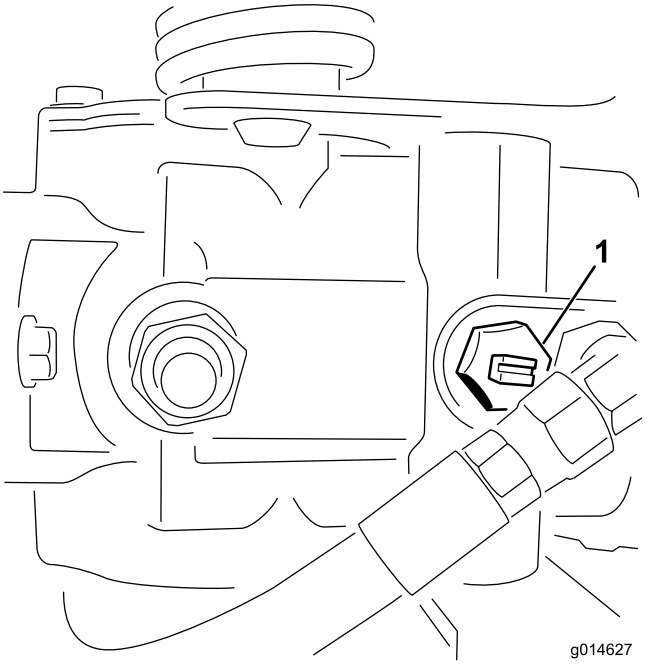

Figur 44
1. Finn omløpsventilen på pumpen, og vri den slik at åpningen står vertikalt (Figur 44).
2. Før du starter motoren, må du stenge omløpsventilen ved å vri den slik at åpningen står horisontalt (Figur 44). Ikke start motoren når ventilen er åpen.